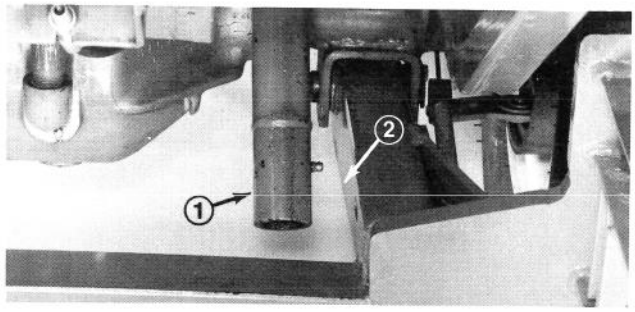

Figure 4
1. Make sure PTO shaft on traction unit clears cutting unit frame, engage parking brake, be sure traction pedal is in neutral, PTO lever is in OFF position, start engine and raise frame (Fig. 4).